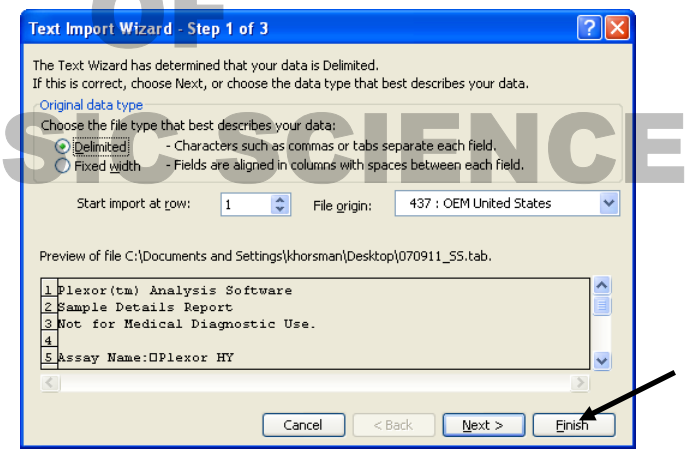

Figure 20. Import of Plexor HY data into a Microsoft Excel spreadsheet. The arrow points to the "Finish" button to complete the data import.
4.2.5.14.3 At the prompt, choose "Finish" as shown in Figure 20.